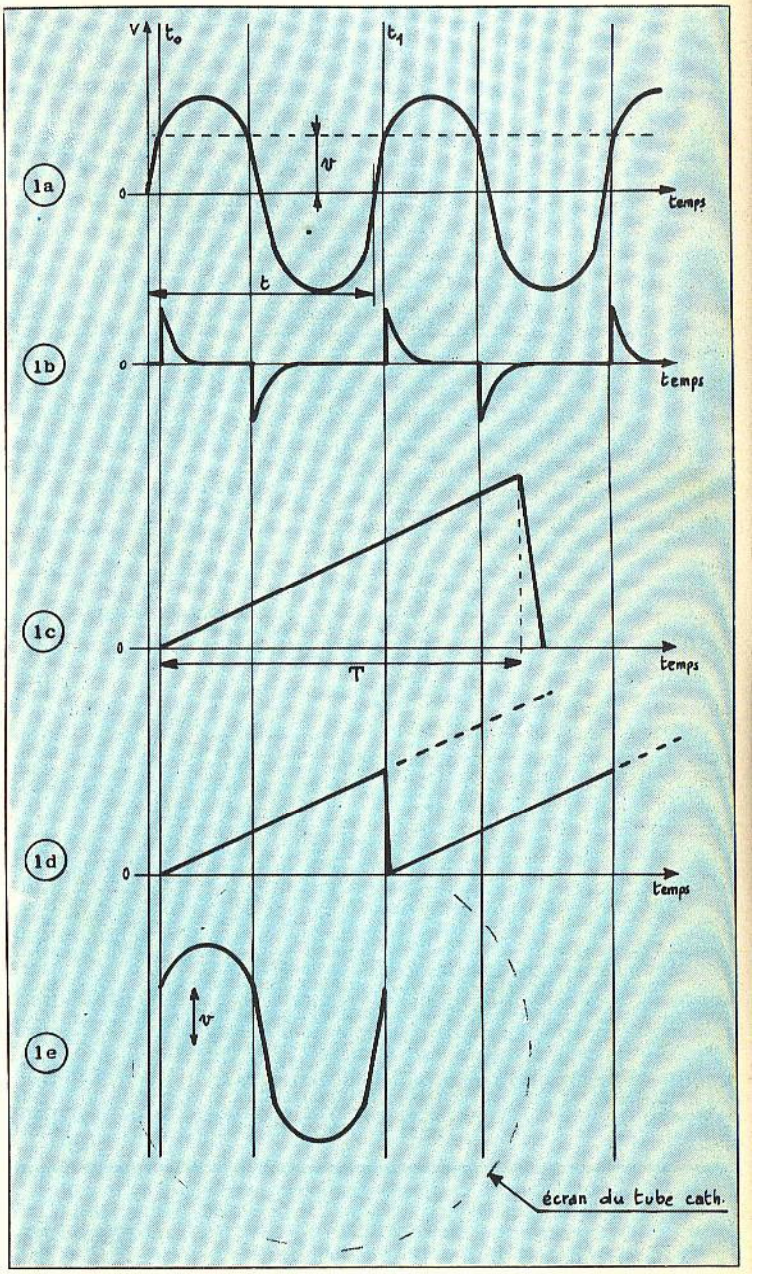

Fig. 1. — ***Mode de fonctionnement dans lequel le spot est ramené à son point de départ :***
Tout ceci est explicité sur la figure 1. En *1a*, on a représenté le phénomène à étudier ; c'est le signal appliqué à l'entrée de l'amplificateur vertical. Il s'agit d'un signal périodique, en l'occurrence une sinusoïde. La forme d'onde à la sortie du montage délivrant les impulsions de synchronisation est donnée sur la figure 1*b* ; on remarquera que les tops de synchronisation apparaissent au moment précis où le signal passe par un certain niveau de tension, appelé *v*. Sur la figure 1*c* est indiquée la tension en dents de scie, issue de la base de temps ; la durée du temps complet d'aller (T), correspondant à une exploration entière de l'écran du tube cathodique, est supérieure au temps mis par le signal pour effectuer une période *(t)*.
Si par exemple ce sont les impulsions positives qui déclenchent le départ de la base de temps, celle-ci démarrera au temps t_0. Cependant le spot n'aura pas le temps de parcourir la totalité de l'écran, puisqu'il sera ramené à son point de départ par l'impulsion de synchronisation se produisant au temps t_1 (Fig. 1*d*). La représentation du signal sur l'écran du tube cathodique n'occupera donc qu'une partie de celui-ci, partie qui sera d'autant plus réduite que le nombre de périodes du signal compris dans un aller complet du balayage (T) sera élevé.